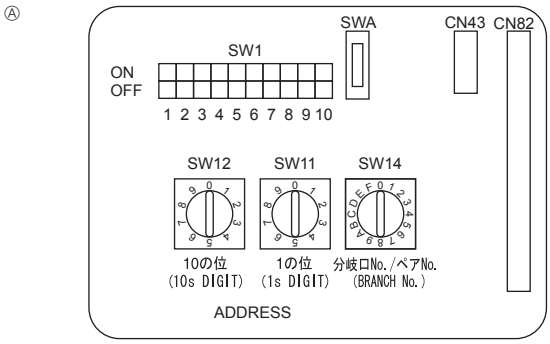

Fig. 6-4
6.5. Установка адресов (Fig. 6-4)